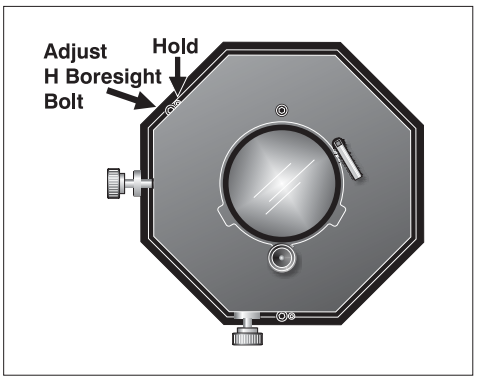

Figure 2.47. Adjust L/R Boresight
3. Adjust the horizontal boresight bolt (Figure 2.47) as necessary to direct or "aim" the lens toward the side of the image which focused too close to the lens. When both sides appear equally blurry, re-focus on the left side of the screen.